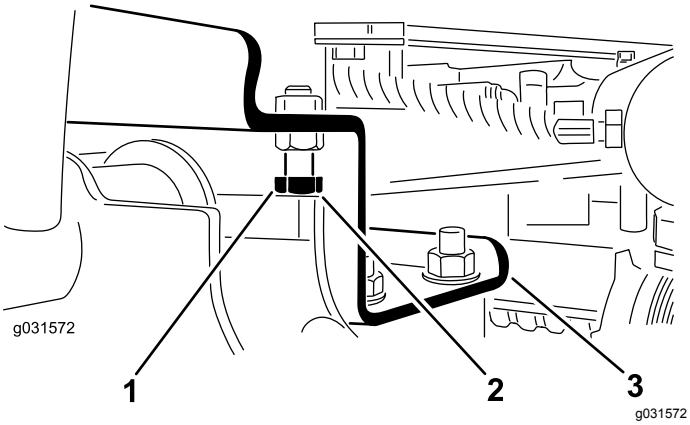

Figura 11
A. Allentate i bulloni di arresto (Figura 11).
2. Assicuratevi che la distanza tra ciascun braccio di sollevamento e il bullone di arresto sia pari a 0,13–1,02 mm, come illustrato nella Figura 11.